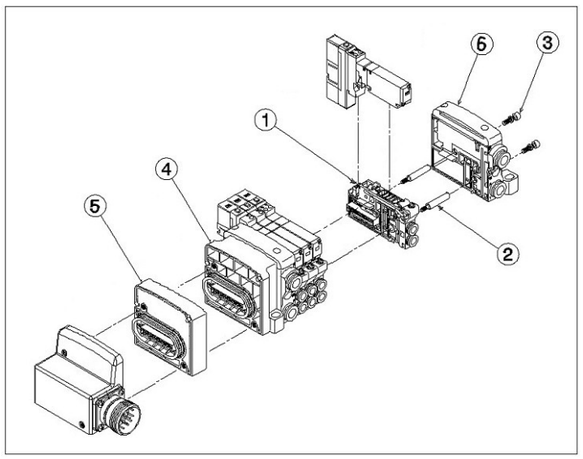

Figura 18
6.2 Adición de estaciones al bloque (véase la Figura 18)